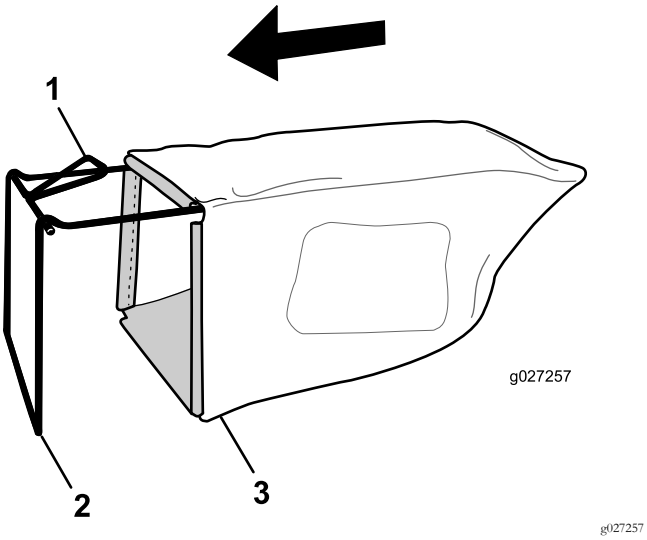

**Rysunek 7**
1. Nałóż worek na trawę wokół ramy w sposób pokazany na Rysunek 7
**Informacja:** Nie nakładaj worka na uchwyt (Rysunek 7).